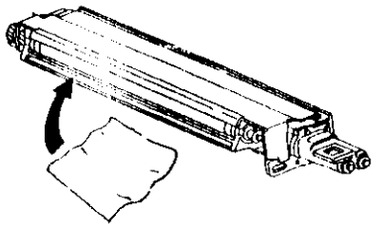

Рисунок 7. Чистка узла проявления
21. (Рисунок 7) Почистите переднюю нижнюю кромку узла проявления сухой безворсовой тканью.